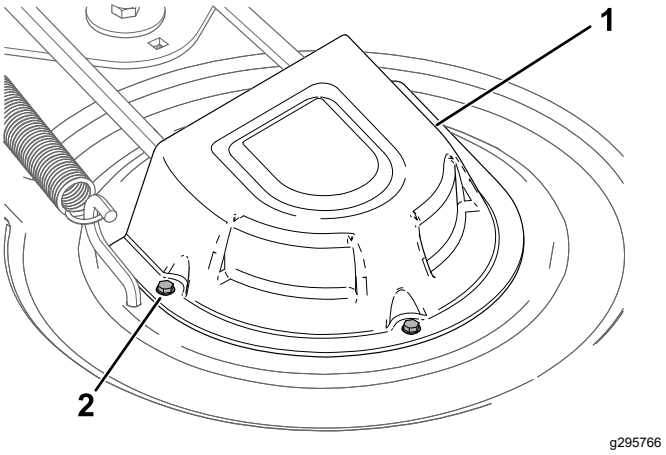

Figur 56
4. Løsne skruene, og fjern remskivedekselene (Figur 56).